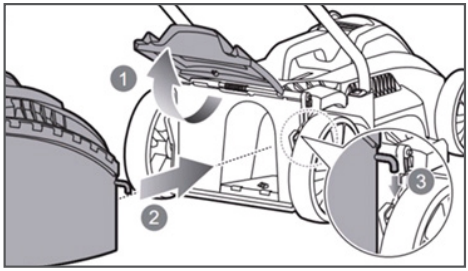

Рис. 4 Установка травосборника
3. Установить травосборник. Для этого необходимо поднять заднюю крышку 1 деки газонокосилки и ввести травосборник 2 в зацепление с крючками 3 (Рис. 4).